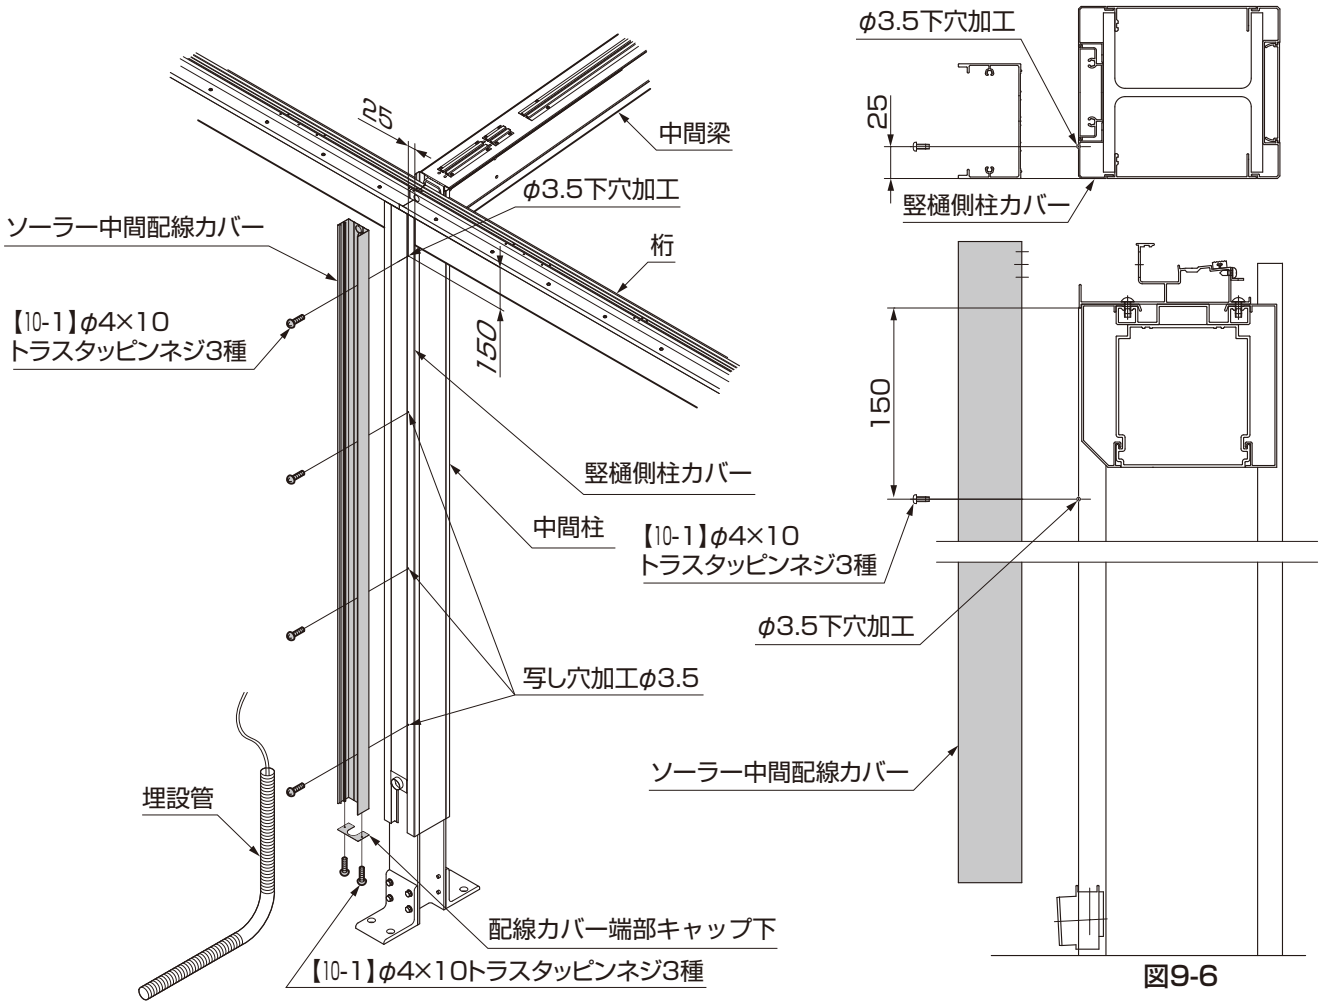

図9-6
①ソーラー中間配線カバーを取付ける中間柱の竪樋側柱カバーに、φ3.5 の下穴をあけてください。(図9-6参照)
②①の穴を基準にソーラー中間配線カバーの1番上の穴をあわせて、写し穴で竪樋側柱カバーにφ3.5 の下穴をあけてください。
③ソーラー中間配線カバーを【10-1】で取付けてください。
④立ち上げた埋設管をソーラー中間配線カバーの中に収め、配線カバー端部キャップ下を【10-1】で取付けてください。